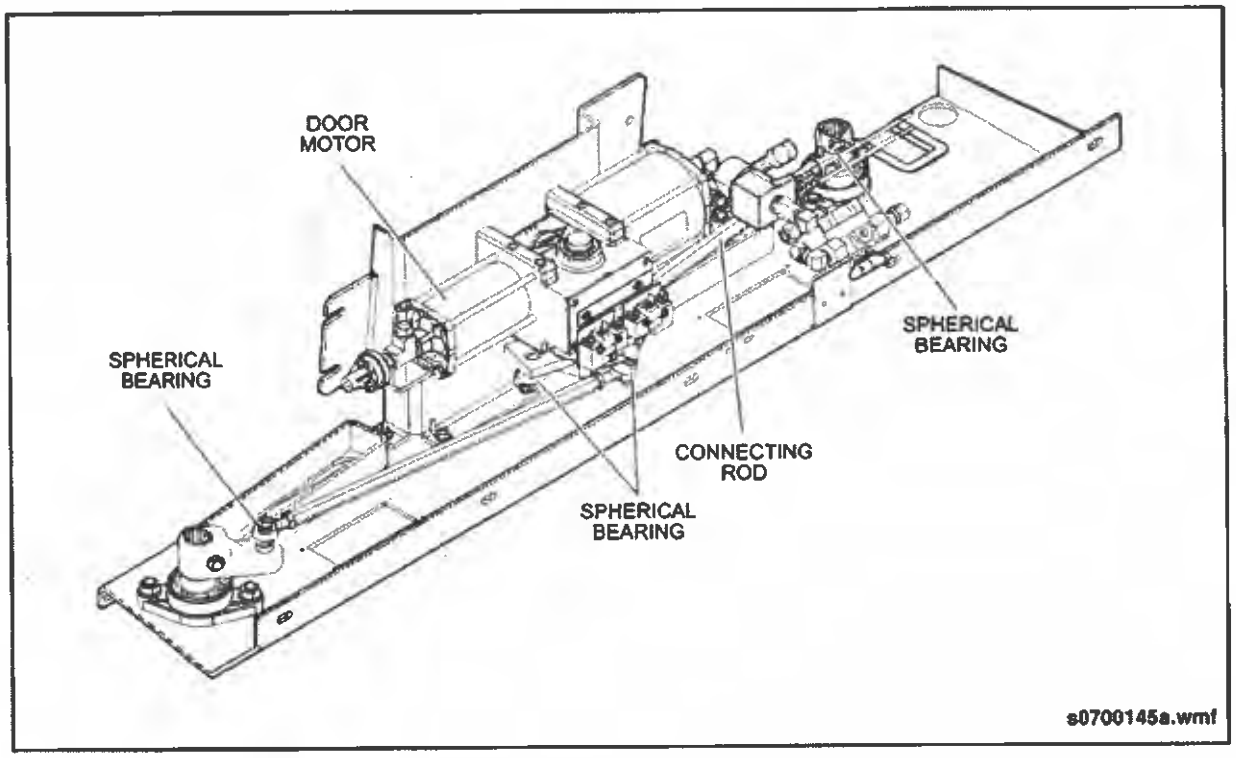
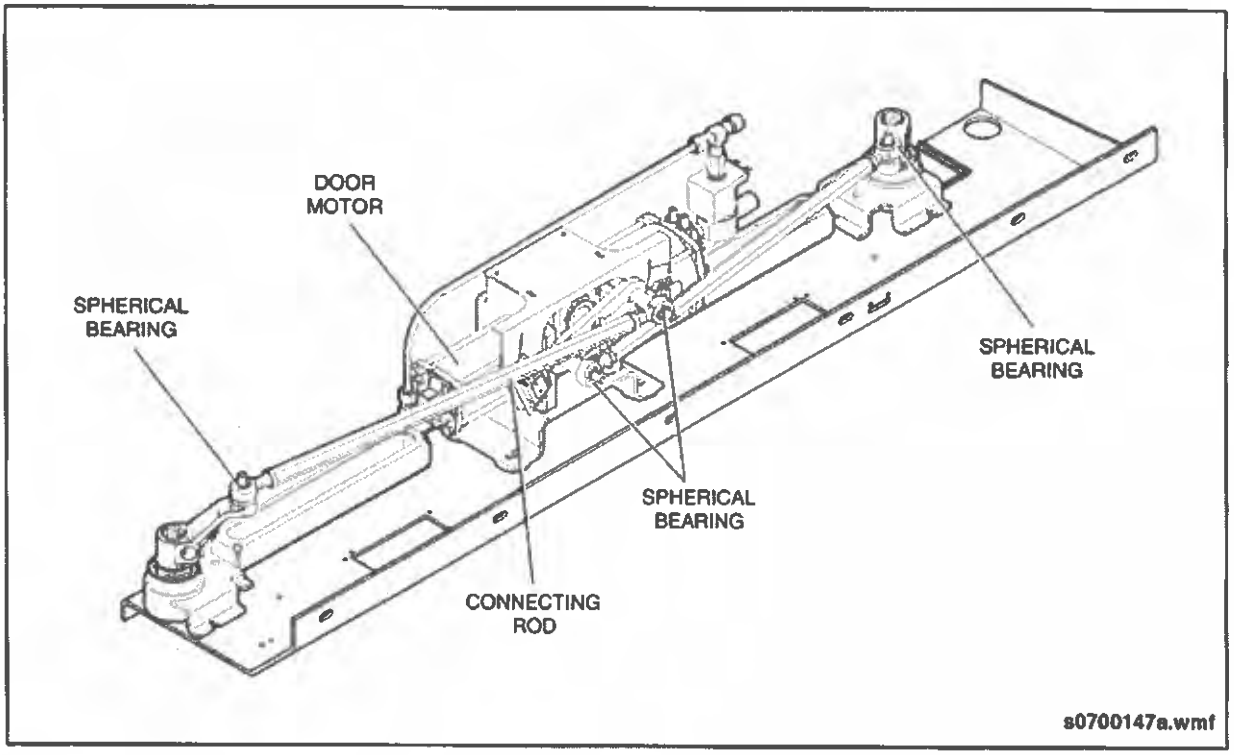

Fig. PM-37: Entrance Door Baseplate Lubrication
Fig. PM-38: Exit Door Baseplate Lubrication
- ❒ Lubricate rod ends with a few drops of SAE #20 oil. See "Fig. PM-37: Entrance Door Baseplate Lubrication" on page 78. See "Fig. PM-38: Exit Door Baseplate Lubrication" on page 79.